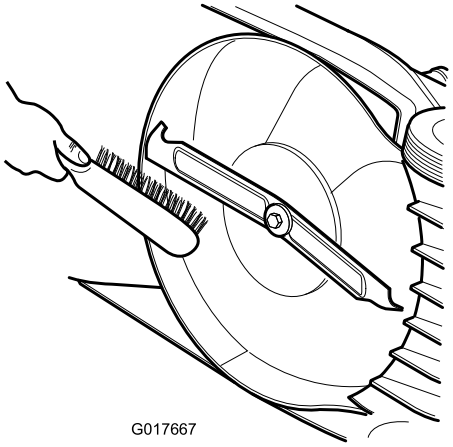

Рисунок 16
- Произведите очистку нижней стороны корпуса газонокосилки. Деревянным скребком (щеткой) удалите грязь и скошенную траву (Рисунок 16).